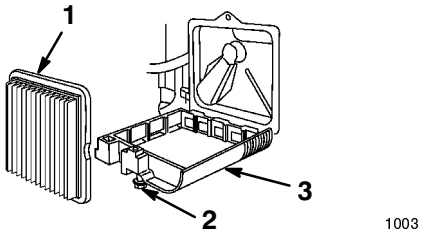

Bild 19
3. Schrauben Sie die Verschlussschraube los und entfernen den Luftfilterdeckel (Bild 19).
4. Kippen Sie den Luftfilterdeckel nach unten und reinigen ihn gründlich (Bild 19).
5. Entfernen und entsorgen Sie den Papierfilter (Bild 19).
6. Legen Sie einen neuen Papierfilter ein (Bild 19).